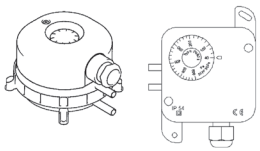

Bild 4
- In der Anlage kann einer der in der Abbildung 4 angezeigten Drucksensoren eingebaut werden.